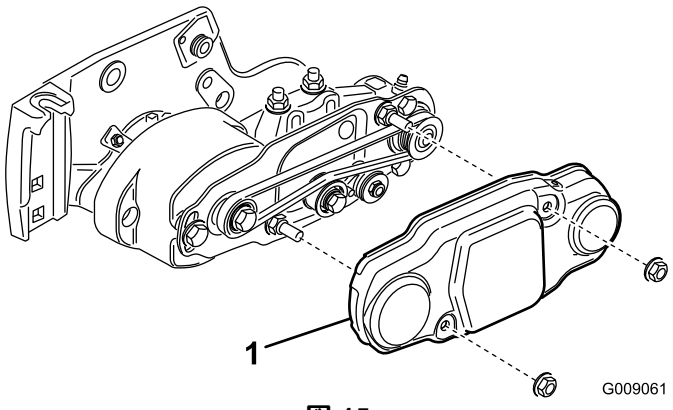

図 15
3. ローラブラシカバー取り付けナット2個を外して、カバーを外す図 15。